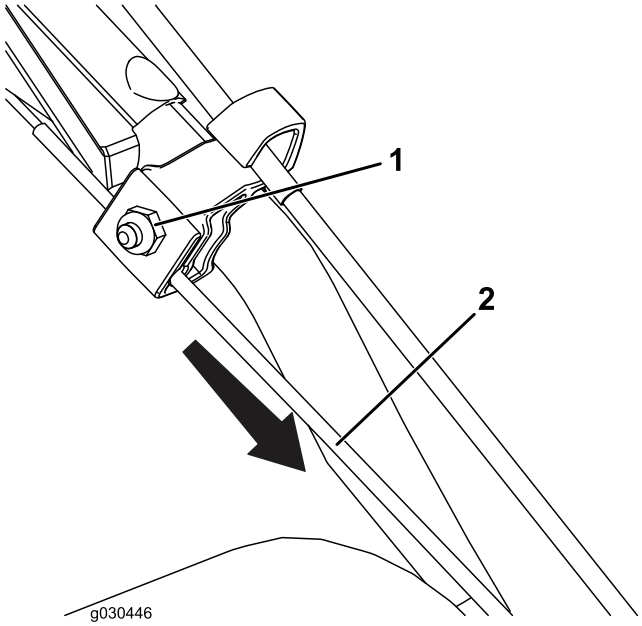

Figur 25
1. Lossa muttern på den övre kabelklämman, men ta inte bort den (Figur 25).
2. Dra ned kabeln så att den blir mer spänd (Figur 25).
3. Dra åt muttern (Figur 25).